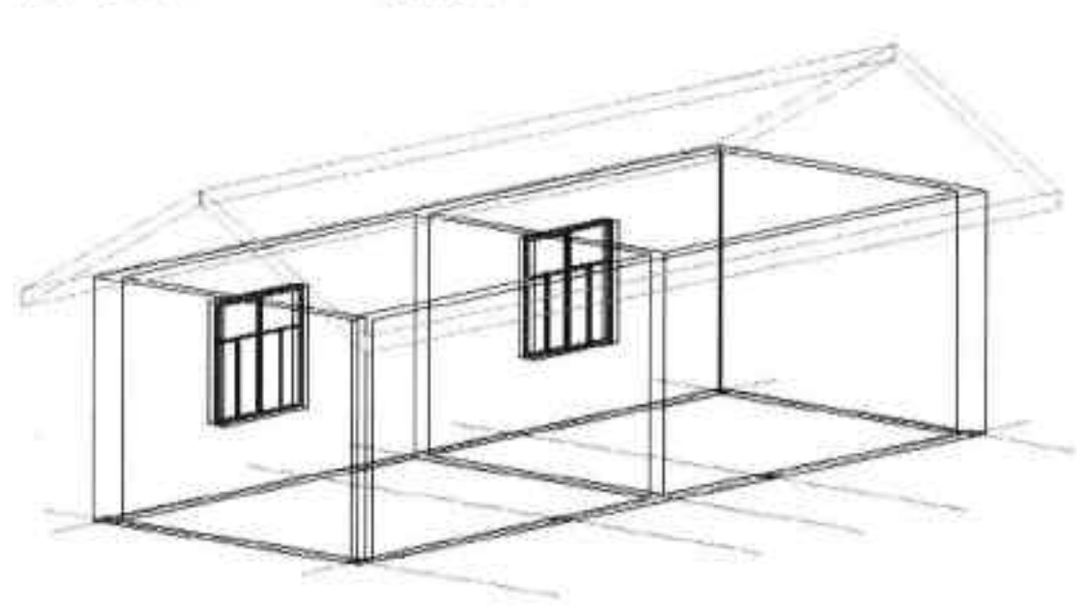

图16-109 三维效果
Step 03 单击“确定”按钮完成操作。然后在命令行中输入“3DO”，按回车键，按住鼠标左键，拖动鼠标至满意位置，释放鼠标即可查看三维效果，如图 16-109 所示。